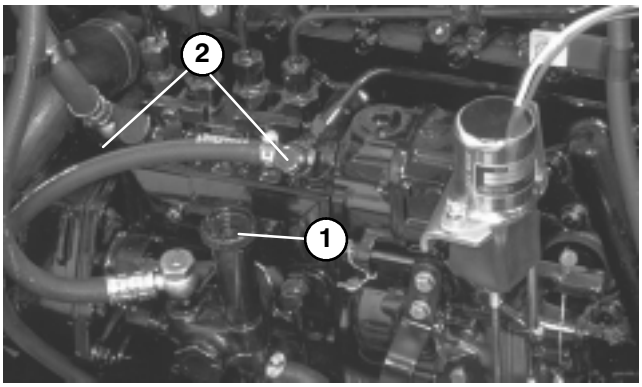

Figure 25
4. Rotate priming pump (Fig. 25) counter – clockwise until spring in pump assembly releases. Operate pump up and down until a solid stream of fuel flows out around filter plug and tighten plug.
5. Loosen air vent plug on injection pump about 1 – 1/2 turns (Fig. 25). Operate priming pump until solid stream of fuel flows from the vent hole (Fig. 25), then tighten air vent plug.